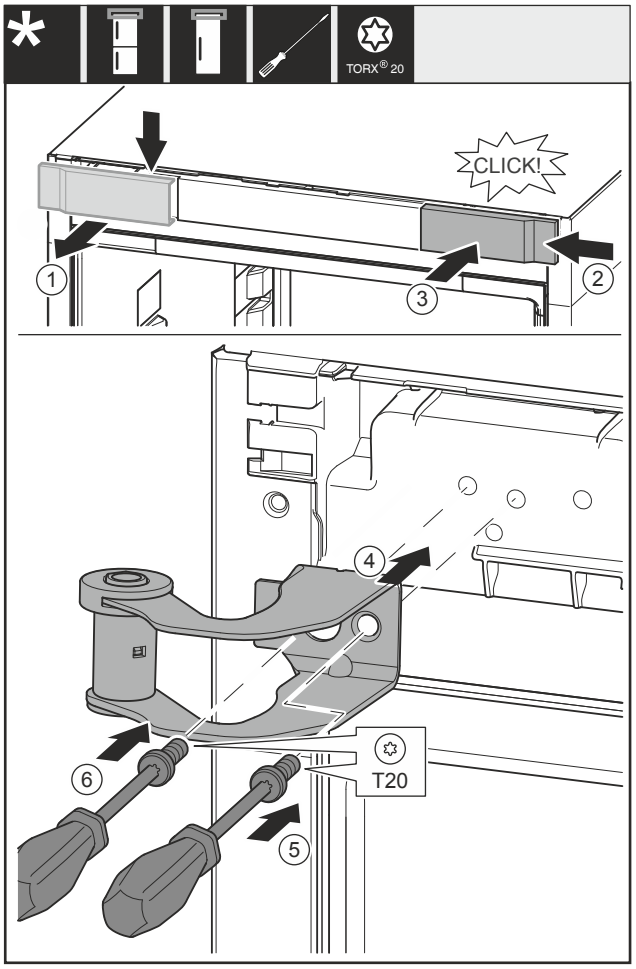

Fig. 16
▶ Detașați capacul *Fig. 16 (1)* de sus spre înainte.
▶ Acroșați pe cealaltă parte din dreapta capacul *Fig. 16 (2)* rotit cu 180°.
▶ Fixați capacul *Fig. 16 (3)* în poziție.
▶ Aplicați suportul de lagăr superior *Fig. 16 (4)*.
▶ Strângeți ferm șurubul *Fig. 16 (5)*.
▶ Strângeți ferm șurubul *Fig. 16 (6)*.